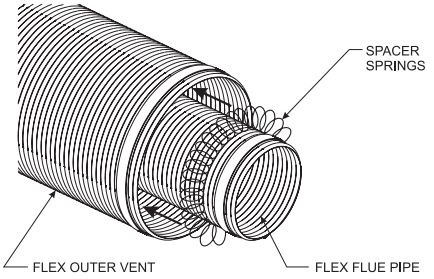
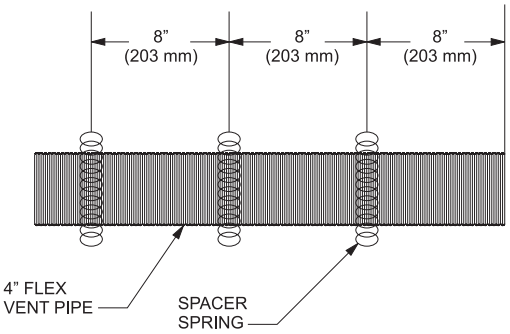

Figure 64
Figure 65
2. Check to see that the vent spacer springs are located around the flue vent at 8” and 12” intervals along its length. **See Figure 64.** If not, stretch the spacer springs to about 15” long and wrap them around the flue, then interlock the ends of each spring about 2”. **See Figure 65.** Maintain equal distance between spring spacers.